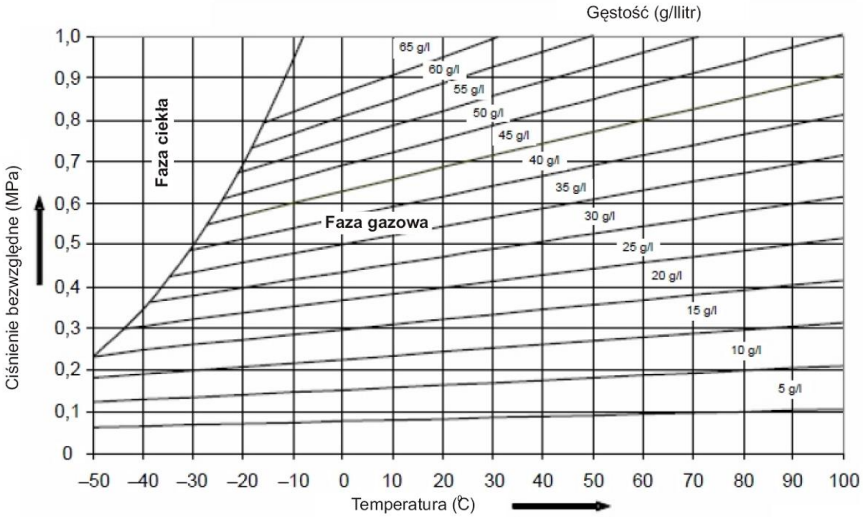

Rys. 52 Współzależność ciśnienia / temperatury / gęstości dla SF_6.
- strefa zielona (poziom gazu SF_6 prawidłowy), gdzie znajduje się wskaźnik w warunkach normalnych (uwzględnia wpływ temperatury na zmianę ciśnienia wewnątrz zbiornika zgodnie z Rys. 52);